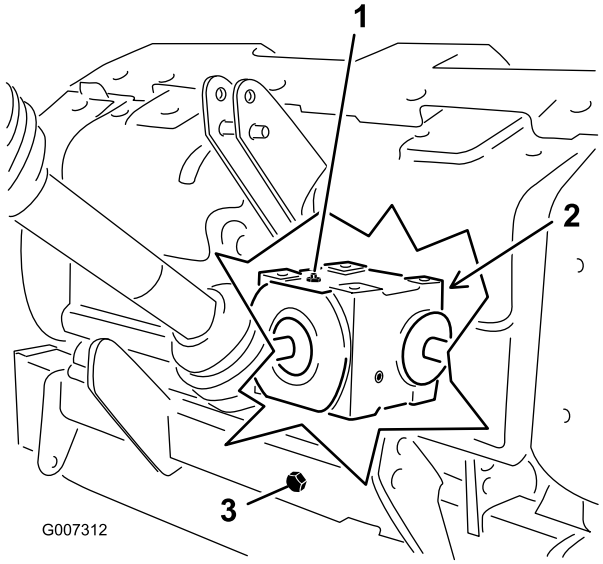

**Figur 27**
2. Tag kontrolproppen af gearkassen (Figur 27).
3. Sørg for, at olien når op til bunden af kontrolprophullet i gearkassen (Figur 27).
1. Fjern snavs fra påfyldningsproppen og aftapningsdækslet for at undgå kontaminering (Figur 27).